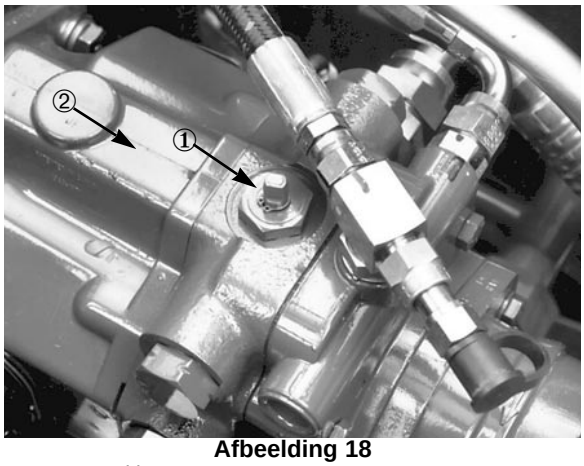

Afbeelding 18
4. Draai de bypass-klep 90 graden (Afb. 18). Als u de klep opent wordt er een interne gang geopend in de tractiepomp, waardoor de hydraulische olie door kan lopen. Omdat de olie doorstroomt wordt, kan de tractie-eenheid verplaatst worden zonder dat het hydraulisch systeem hiervan schade ondervindt.